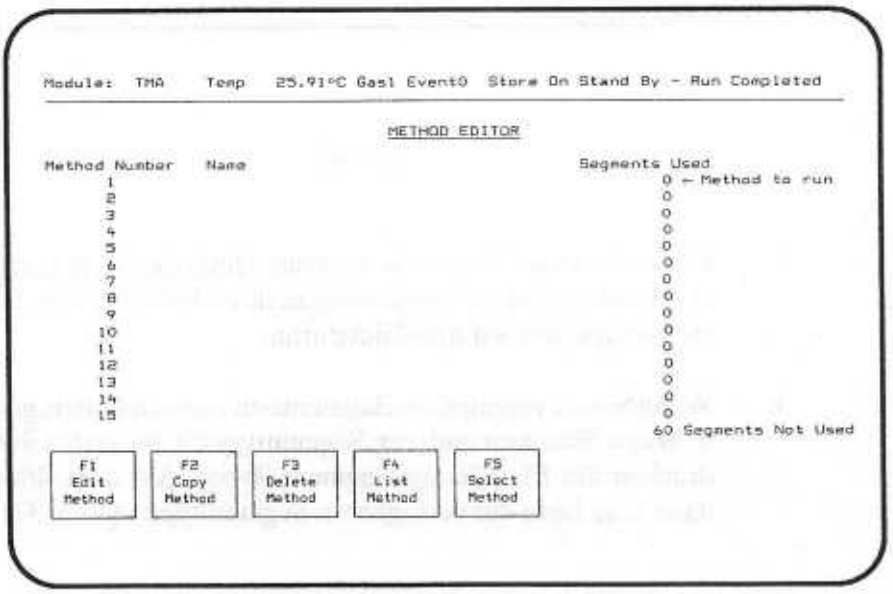

Bild 35
1. Drücken Sie im EXPERIMENTAL PARAMETERS-Menü F2 (GoTo Method Editor), um in das Hauptmenü des Methodeneditors (s. Abb. 35) zu gelangen.